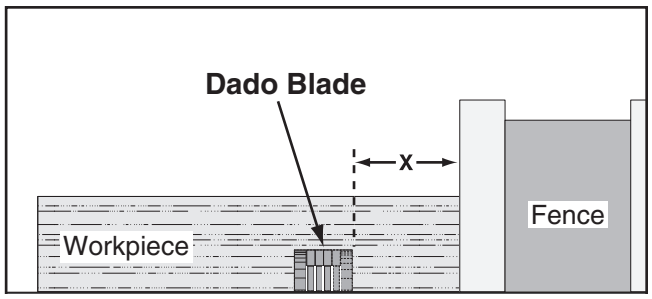

Figure 3. Dado being cut with a dado blade.
4. Adjust distance between fence and inside edge of blade, as shown in **Figure 3** on **Page 2,** to dado length of a workpiece.